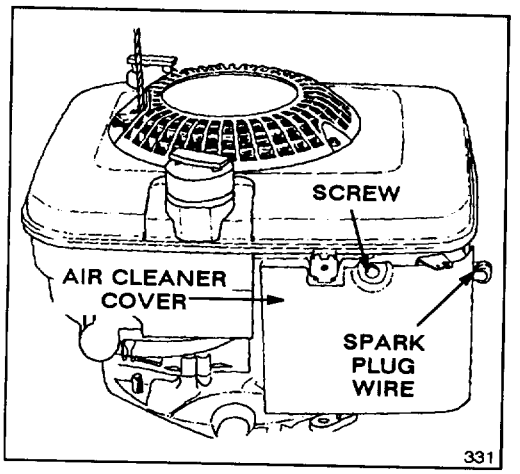

**Figure 12**
1. Stop engine and pull wire off spark plug (Fig. 12).
2. Remove screw securing air cleaner cover to engine (Fig. 12). Tilt cover down and clean thoroughly.
1. Stop engine and wait for engine to cool. Pull wire off spark plug (Fig. 12).